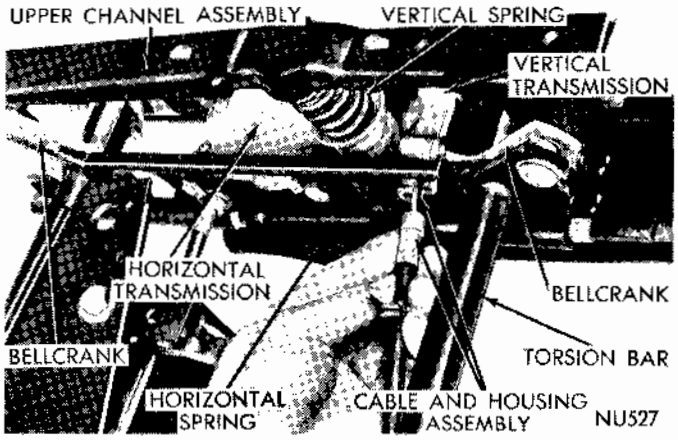

Fig. 5 - Removing or Installing Cable and Housing.
(1) After motor has been disconnected. Remove corbin clamp from cable housing then slide cable and housing out of connector (Fig. 5).